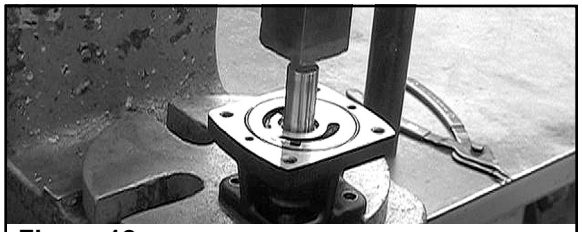

**Figure 12**
3. Place body in position on arbor press. Threaded portion of the Shaft should be inside the fixture. Press out shaft assembly with arbor press (See Figure 12).